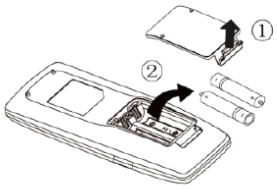

Рис. 1
(1). Выдвинуть крышку по направлению стрелки (см. рис. 1①).
(2). Извлечь элементы питания (см. рис. 1②).